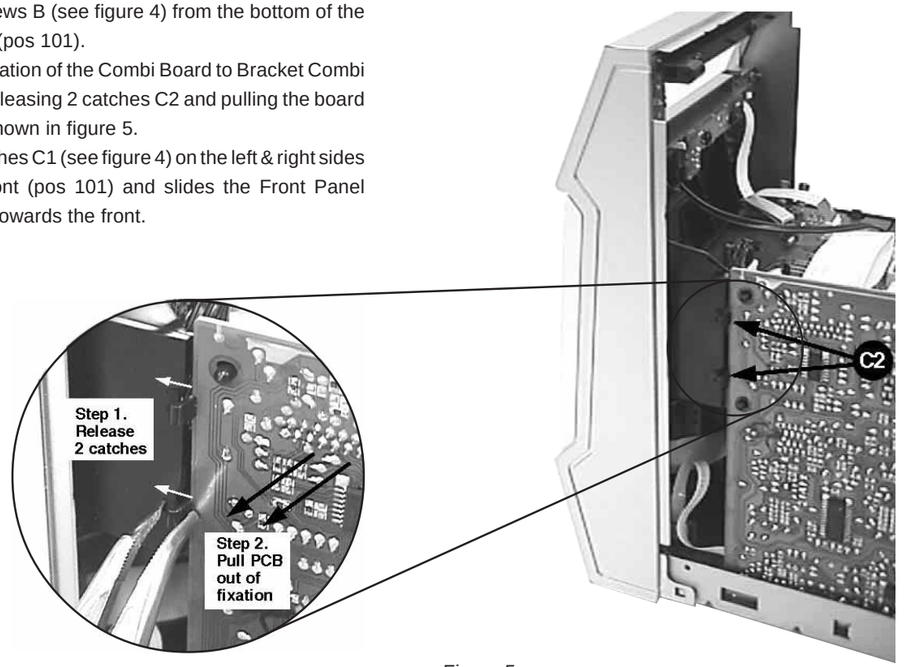

Figure 5
2) Release the fixation of the Combi Board to Bracket Combi (pos 252) by releasing 2 catches C2 and pulling the board outwards as shown in figure 5.